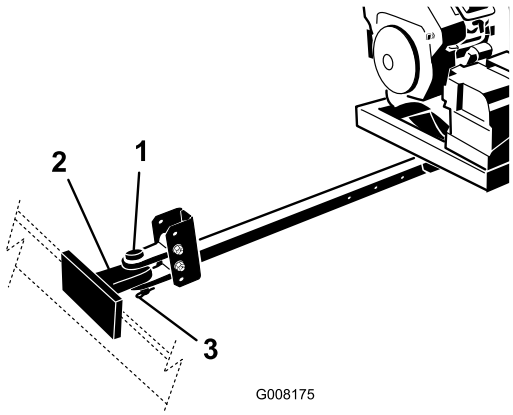

Figuur 5
4. Sluit de trekhaak van de blazer aan op het sleepvoertuig met de pen (Figuur 5).